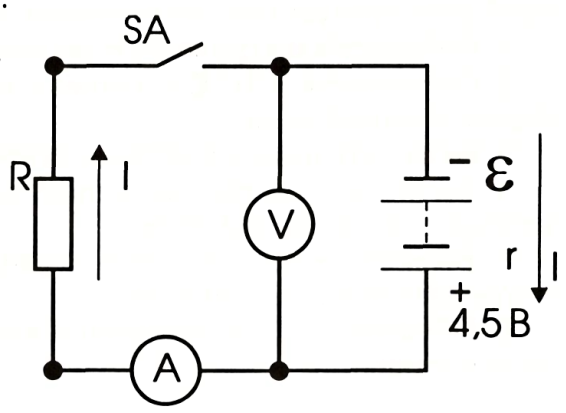

Рис. 4
1. Соберите электрическую цепь по рис. 4. Она состоит из последовательно соединенных между собой резистора сопротивлением **R** = 10 Ом и внутреннего участка источника тока сопротивлением **r**.